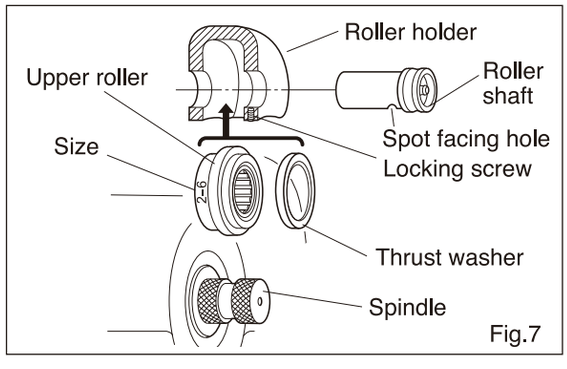

Fig.7
3) To attach the upper roller, set it in the direction on which the roller size marking is located on the rear, insert the thrust washer on the opposite side, then insert the roller shaft and finally lock the shaft spot facing hole firmly with the locking screw. (Fig. 7)